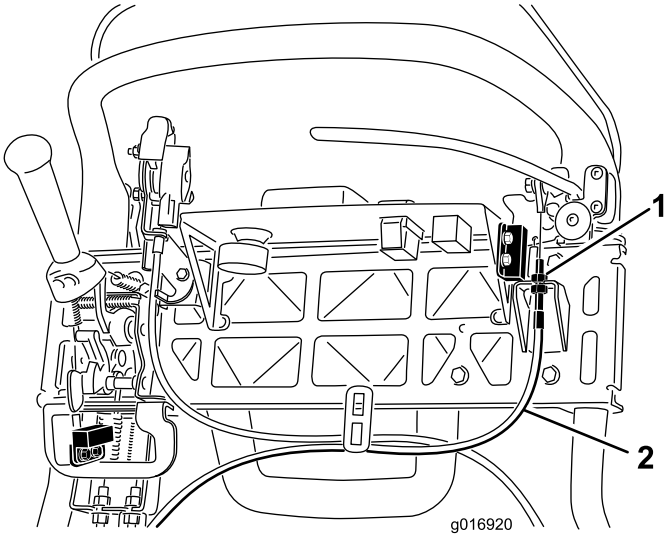

Figur 40
3. Hvis du vil øke kabelstrammingen, løsner du den øvre kabellåsemutteren og strammer den nedre kabellåsemutteren (Figur 40) helt til en kraft på 156 N på bremsespakhåndtaket er nødvendig for å løsne parkeringsbremselåsen. Du må ikke overjustere den slik at bremsebåndet slites.